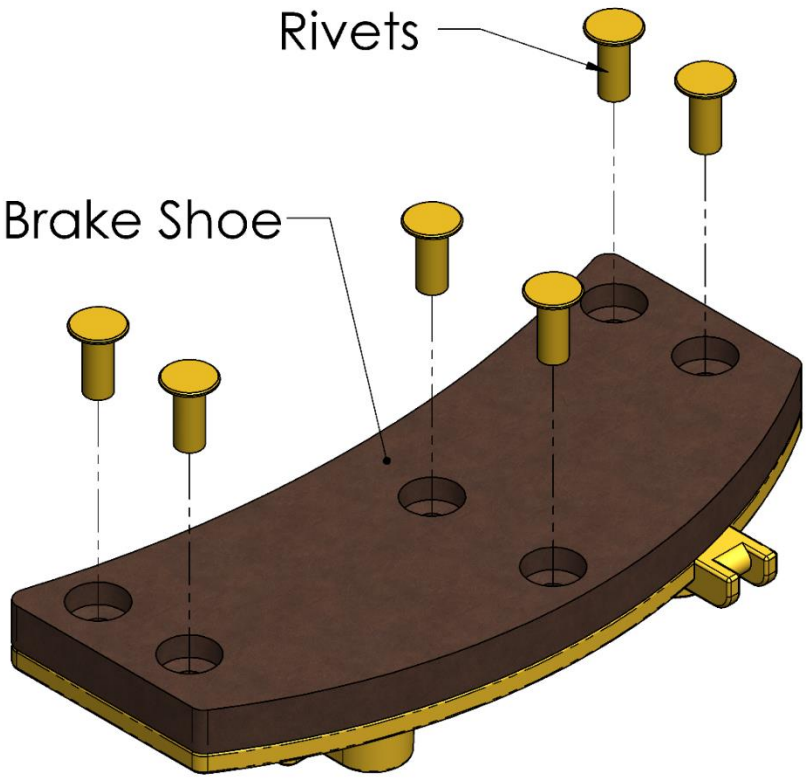

Figure 1: Rivet & Brake Shoe Alignment
5. Place 3/16" rivets into each rivet hole and swage each rivet to 2200 lbs minimum. using a 3/16" hand rivet clincher for tubular rivets as shown in Figure 1. A 3/16" hand clincher is given in Table 8: Brake Lining Removal Tools/Consumables.